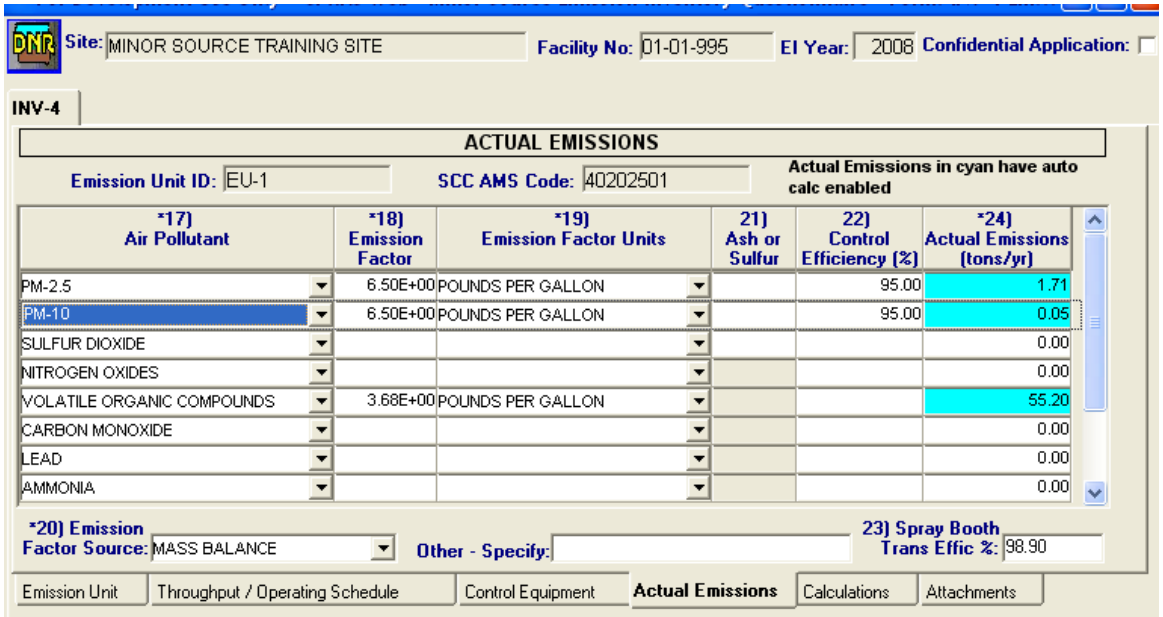

Figure 13.4 – Entering Spray Booth Transfer Efficiency for a PM HAP
1. Complete the line for PM-10 (or PM-2.5) with the data that you want for the HAP, including the transfer efficiency (see Figure 13.4).